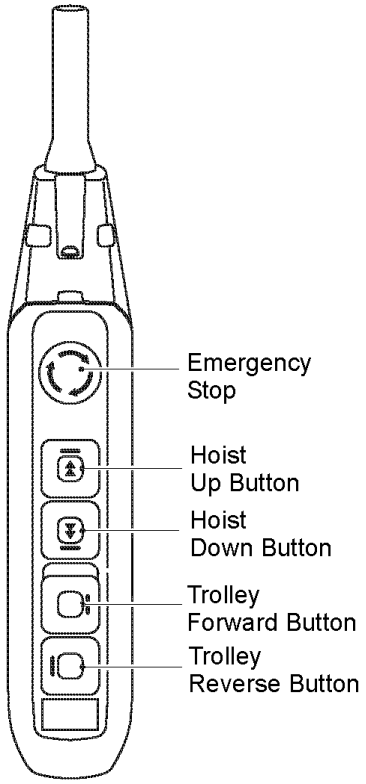

Figure 4-1 Push Button Pendant Control
4.3.1 Emergency Stop Button – Press the Emergency Stop Button to perform an emergency stop and lock-out of hoist motion controls or to reset the VFD as shown in **Figure 4-1**. Turn the Emergency Stop Button clockwise to unlock the controls and allow hoist operation. “Hbb” will appear on the dual speed unit’s VFD display when the Emergency Stop Button is depressed.
4.3.2 Optional Dual Speed Pendant Control – Optional pendant controls supplied with dual speed trolley hoists have two step control buttons. For low speed depress the button to the first step and for high speed depress the button fully to the second step. Use the Up button to raise the hoist's hook or the Down button to lower the hoist's hook as shown in **Figure 4-1**. Depress the Forward and Reverse buttons to move the trolley horizontally. To stop motion release the buttons.